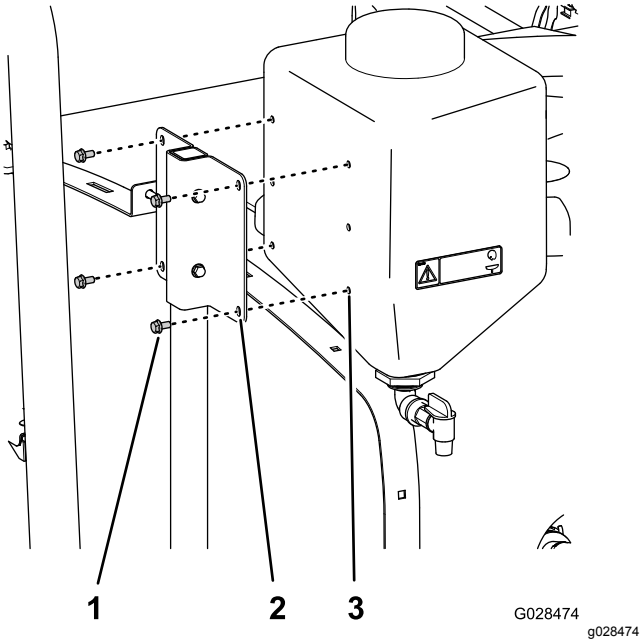

**Figur 37**
5. Rett inn de gjengede innleggene i ferskvannstanken med hullene i ferskvannstankfestet (Figur 37).
6. Fest ferskvannstanken til festet (Figur 37) med fire flenshodebolter (5/16 x ⅝ tomme).